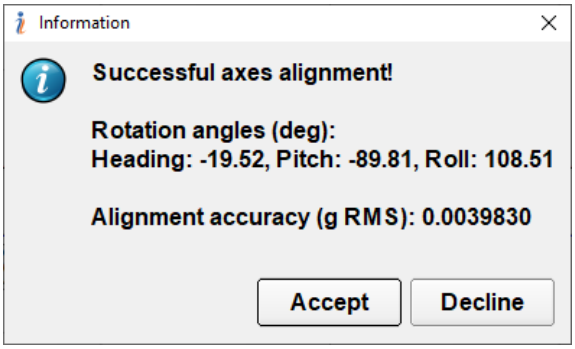
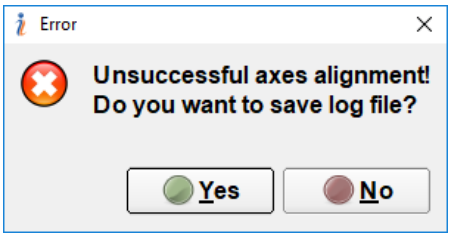

**Fig. 10.48.**
**Fig. 10.49.**
If all steps have been completed accurately, then the image in Fig. 10.48 appears on the screen. Based on the axes alignment accuracy, it is necessary to accept or to decline the result by clicking on the relevant button. Otherwise, if the INS detects unsuccessful alignment or any other errors, an error pop-up appears on the screen (see Fig. 10.49). If this message appears, start at Step 5 and repeat the steps again to reach an acceptable result.
1. Accepting the result by pressing the "Accept" button (Fig. 10.48), the determined rotation angles will be shown at the **Alignment angles** area in the "External sensors" tab of the "Devices options" window (see Fig. 4.12).
2. Pressing the "Yes" button (Fig. 10.49) saves the log file, which can be used to debug errors. The log file contains information about commands that were sent by the INS GUI and a list of errors occurred. In case of errors, this file should be sent to the Inertial Labs™ with a brief description of user actions.